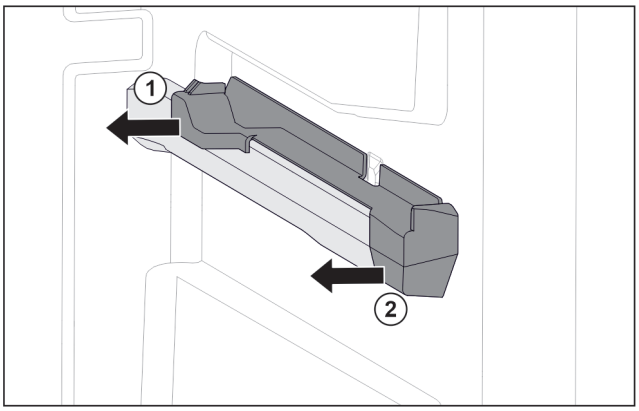

Fig. 102 Natični nastavek na desnemu nastavku za posodo
▶ Natični nastavek zadaj izvlecite vstran. *Fig. 102 (1)*
▶ Natični nastavek spredaj izvlecite vstran. *Fig. 102 (2)*